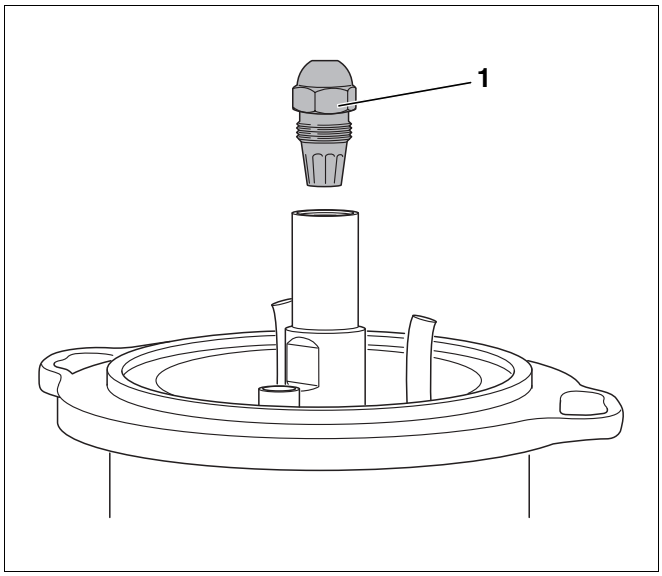

Abb. 29 Düse demontieren
- Düse (Abb. 29, **Pos. 1**) mit zwei Schraubenschlüsseln SW 16 und SW 19 lösen.
- Düse abschrauben (Abb. 29, Seite 29).